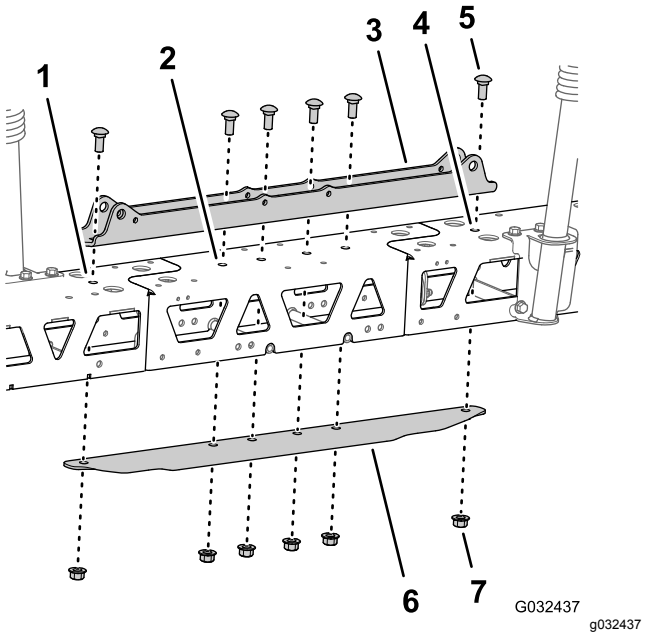

Figur 53
5. Innrett hullene i sylinderfestet med hullene i midtlinjen for støtterammen og utvidelsen for midtre bom (Figur 53).
6. Før festeplaten inn i støtterammen og utvidelsen av den midtre bommen, og innrett hullet i festeplaten med hullene i midtlinjen for rammeavstiverne og utvidelsen for midtre bom (Figur 53).
7. Monter sylinderfestet, avstivere, utvidelsen for midtre bom og festeplate med de to låseboltene (1/2 x 1-1/4 tomme) og to flenslåsemutterne (1/2 tomme) som du fjernet i trinn 2 av Løsne støtteavstiverne for den midtre sprederseksjonen (side 24), og de fire låseboltene (1/2 x 1-1/4 tomme) og fire flenslåsemutterne (1/2 tomme) fra finishingsettet for GeoLink-spredersystemet (Figur 53).